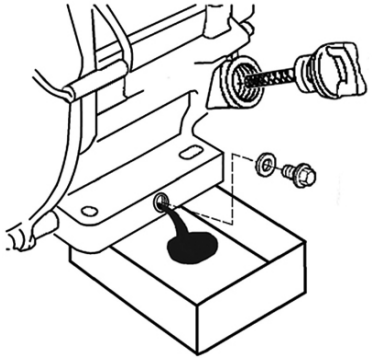

Рис. 8 Замена моторного масла
3. Открутите пробку для слива масла и слейте отработанное масло в подготовленную для этого емкость (Рис. 8).